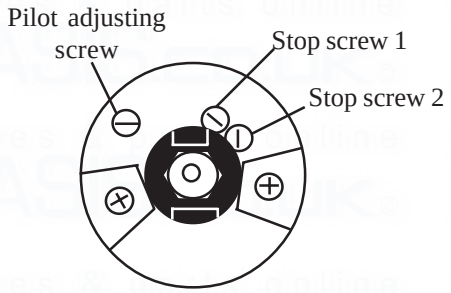

Fig. 4a
5.4.2 Referring to Figs. 4a to 4c, identify stop screws 1 and 2.